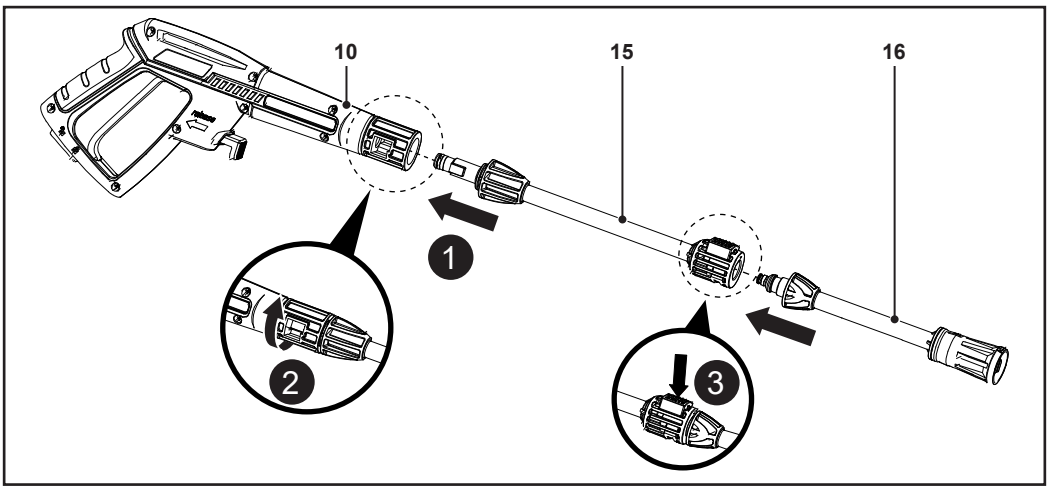

Fig. 4
1. Insira a lança (15), o bocal ajustável (16), o bocal rotativo (17) ou o acessório do detergente (20) na pistola de gatilho (10) (Fig. 4, passo 1). As saliências na lança, no bocal ajustável, no bocal rotativo ou no acessório do detergente têm de encaixar nos entalhes da pistola de gatilho.
2. Enquanto empurra a lança (15), o bocal ajustável (16), o bocal rotativo (17) ou o acessório do detergente (20) com firmeza para dentro da pistola de gatilho (10), rode a lança, o bocal ajustável, o bocal rotativo ou o acessório do detergente para a direita para fixar firmemente no devido lugar (Fig. 4, passo 2).
3. Insira o bocal ajustável (16), o bocal rotativo (17) ou o acessório do detergente (20) na lança (15) (Fig. 4, passo 3). O bocal ajustável, o bocal rotativo ou o acessório de detergente emitem um som de bloqueio ao encaixar devidamente no lugar.